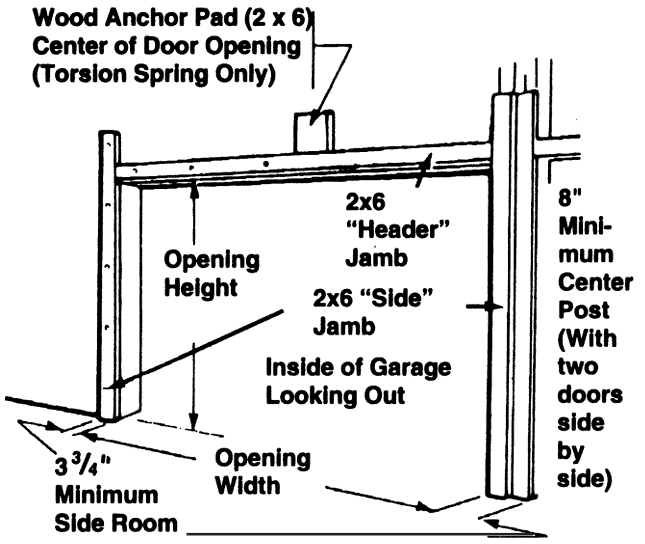

Fig. 8
**Step 1:** On the inside of the garage your opening should be framed with wood jambs, 2" x 6" if possible, as shown in Figure 8. The side jambs should extend to approximately the same height as the headroom required. If you have just removed an old door, the jambs should be inspected for the condition of the wood. If the wood is rotten, it should be replaced now. The jambs should be plumb and the header level. If there are any bolts fastening the jambs to the wall, the heads should be flush so they don't interfere with the installation of your new door. (FIG. 8)
If your door has a torsion assembly, **you must make sure that the wood anchor pad (see Fig. 8) is firmly attached to the garage wall.** Failure to securely attach the anchor pad could allow the springs to violently pull away from the garage wall, and could result in severe injury and/or property damage. **Under no circumstances should the anchor pad be attached with nails.**
Refer to Figure 8 for the configuration of 2" x 6" wood jambs. Wood anchor pad should run from header jamb to ceiling to a maximum length of 18".